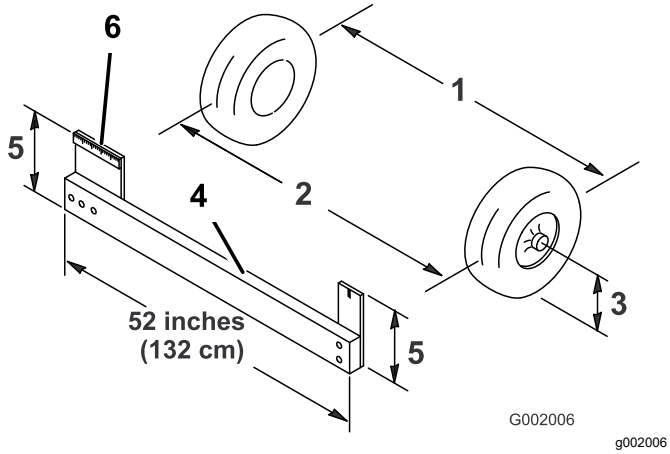

Figur 51
4. Mät avståndet mellan de båda framhjulen vid axelhöjd, både framtill och baktill på hjulen (Figur 51).
Obs: Du behöver en fixtur eller justeringsmätare för att mäta baksidan av framhjulen i axelhöjd. Använd samma fixtur eller justeringsmätare för att noggrant mäta framdelen på framhjulen vid axelhöjd (Figur 51).